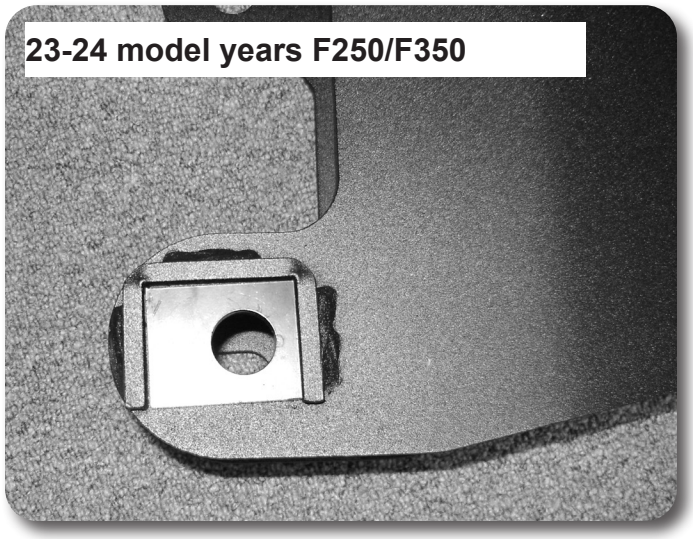

Figure 14A - 3" Lift
30. With both sides completely installed and loosely fastened, position the rectangle cam plates properly from the amount of lift on the vehicle. For lift heights of 3" or less the cam should be positioned back, so that the bolt is offset closer to the rear of the vehicle. For lift heights of 4" or more the cam should be positioned forward, so that the bolt is offset closer to the front of the vehicle. **Figure 14A/B - Cam position**